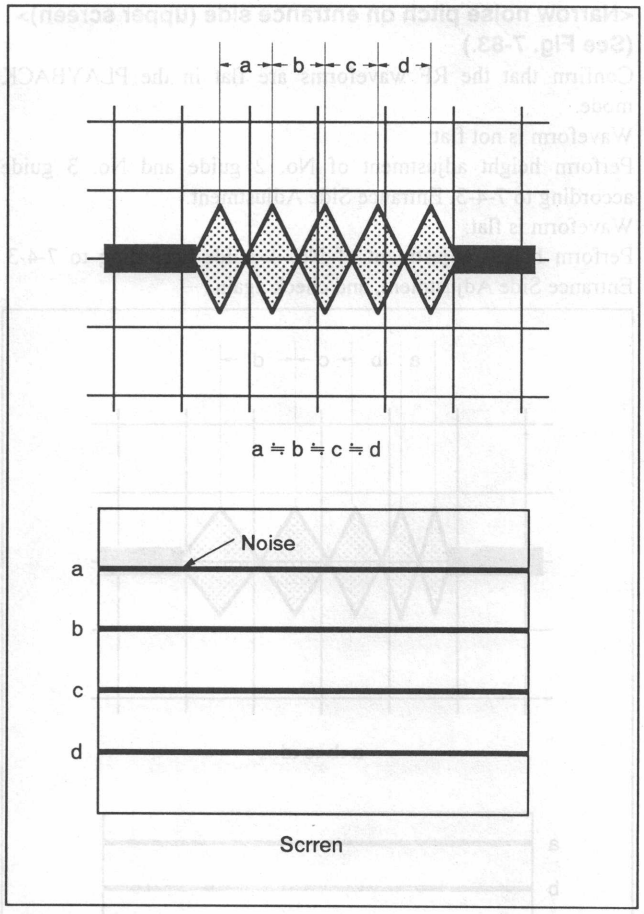

Fig. 7-82.
6) Set to the REV mode and confirm that the waveform noise pitches are uniform. (See Fig. 7-82.) If not, adjust as follows.